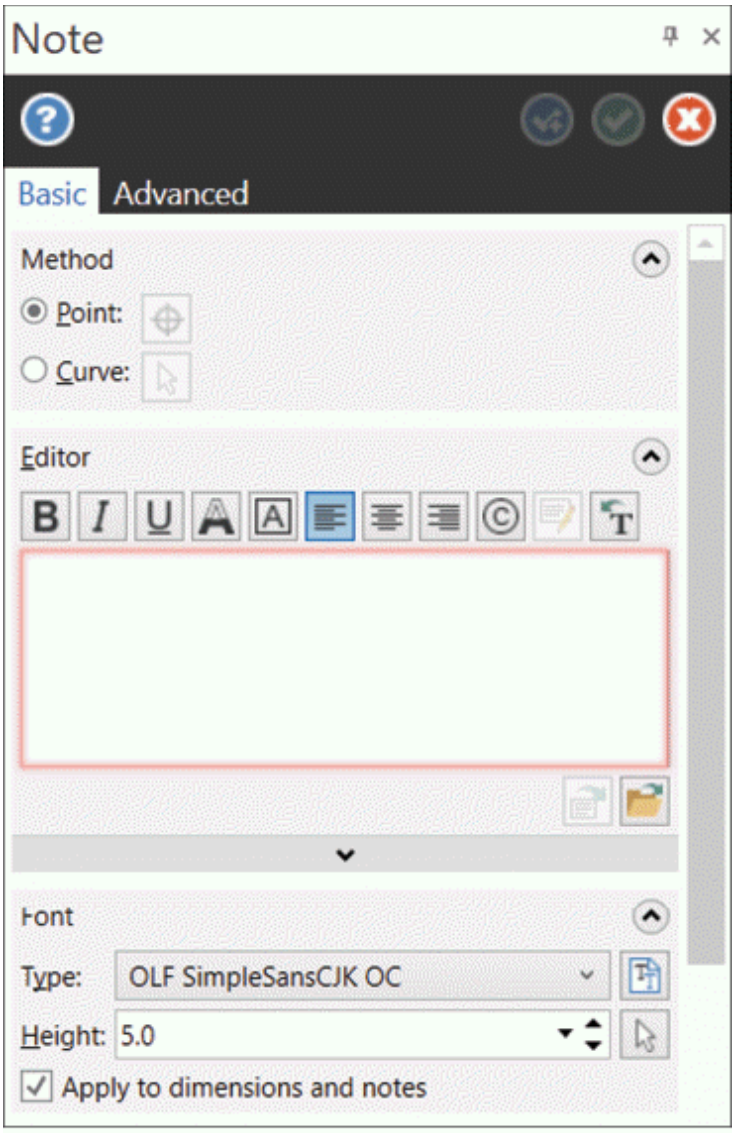

Figure-24. Note Manager
- Click on the **Note** tool from the **Annotate** group in the **Drafting** tab of **Ribbon**. The **Note Manager** will be displayed; refer to Figure-24.